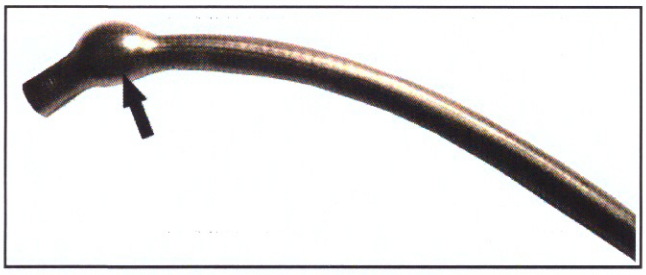

Abb. 4-7 Folge falscher Schraubhülsenmontage M-HTL-035g09
- *können sich Blasen bilden (Abb. 4-7)*